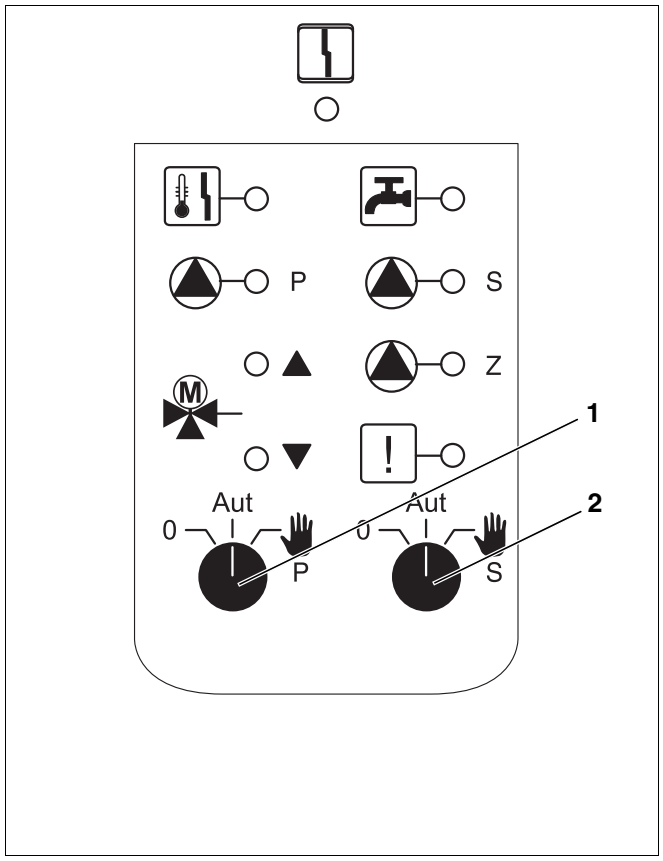

Fig. 5 Módulo FM445
- Coloque el circuito primario (fig. 5, [1]) a través del mando selector
- Coloque el circuito secundario (fig. 5, [2]) a través del mando selector